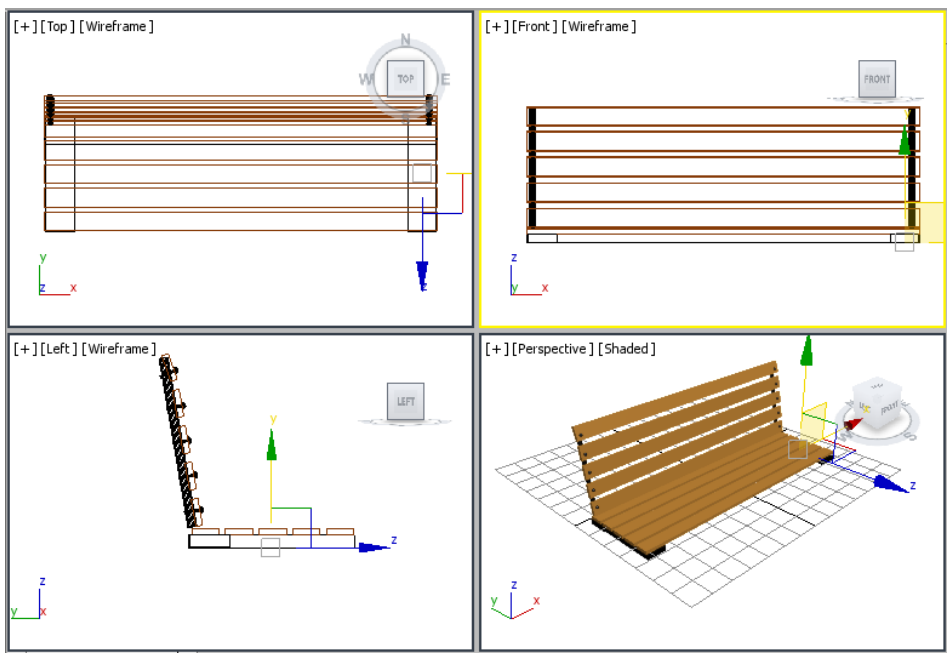

Figure 2-84 *Alignment of leg support002 with horizontal seat support*
7. Choose the **Select and Move** tool and align *leg support002* to *horizontal seat support* in all viewports, as shown in Figure 2-84.